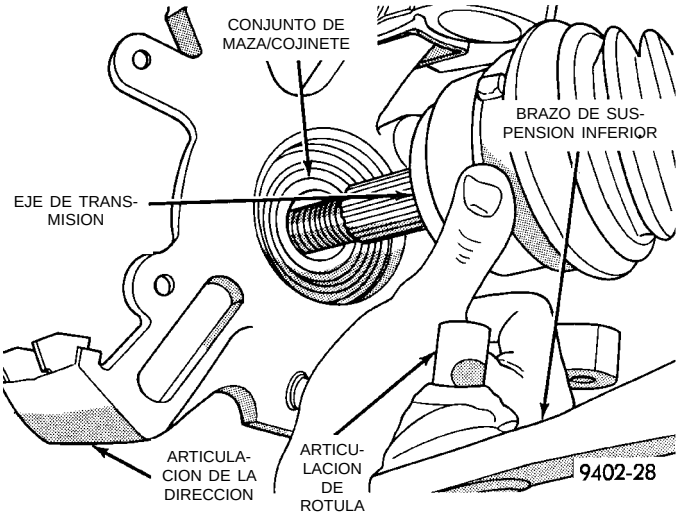

Fig. 24 Separación de la articulación de la dirección del eje de transmisión
(13) Tire del conjunto de la articulación de la dirección para extraerlo de la junta homocinética externa del conjunto del eje de transmisión (Fig. 24).
perno espárrago del conjunto de la articulación de rótula (Fig. 24).